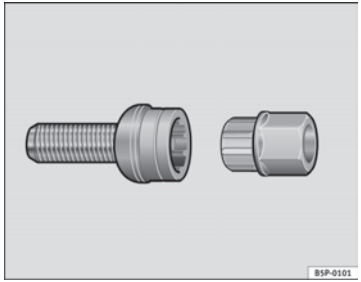

Fig. 141 Anti-theft wheel bolt
– Insert the adapter onto the wheel bolt and push it on as far as it will go ⇒ Fig. 141.